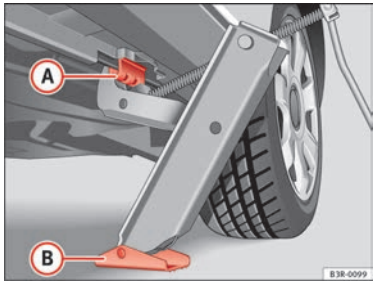

Abb. 184 Radwechsel: Wagenheber
– Richten Sie den Wagenheber so aus, dass seine Klaue in den Steg des Unterholms greift ⇒ Abb. 184 (A) und die bewegliche Grundplatte (B) plan auf dem Boden aufliegt.